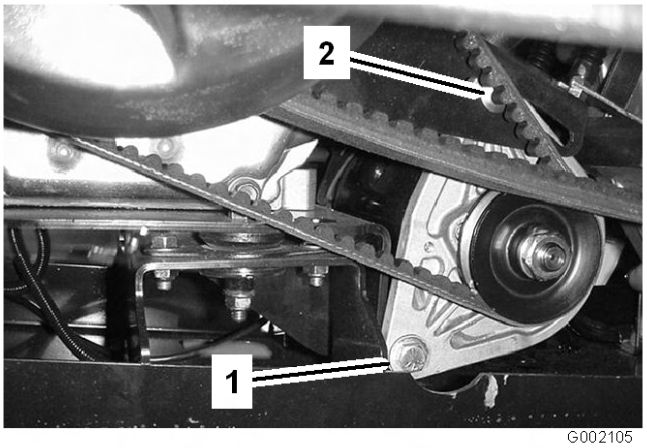

Figuur 53
2. Draai de ankerbout van de dynamo van de starter los (Figuur 53).
3. Plaats een rolkoevoet tussen de motorsteun en de starter. Draai de moer op de rijtuigschroef voor de afstelling los (Figuur 53).
5. Draai de moer van de rijtuigschroef vast en verwijder de rolkoevoet. Draai de ankerbout van de dynamo van de starter vast (Figuur 53).